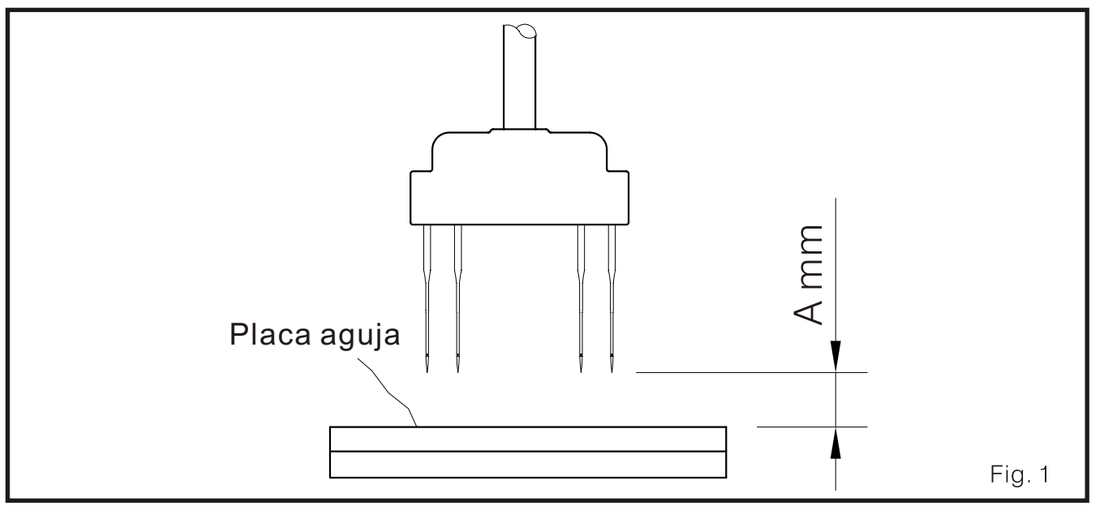

Fig. 1
1. Cuando la barra aguja esta en el punto muerto superior, ajuste el espacio a entre la punta de la aguja y la superficie de la placa aguja para que sea como indica la Tabla 1. (Fig. 1)